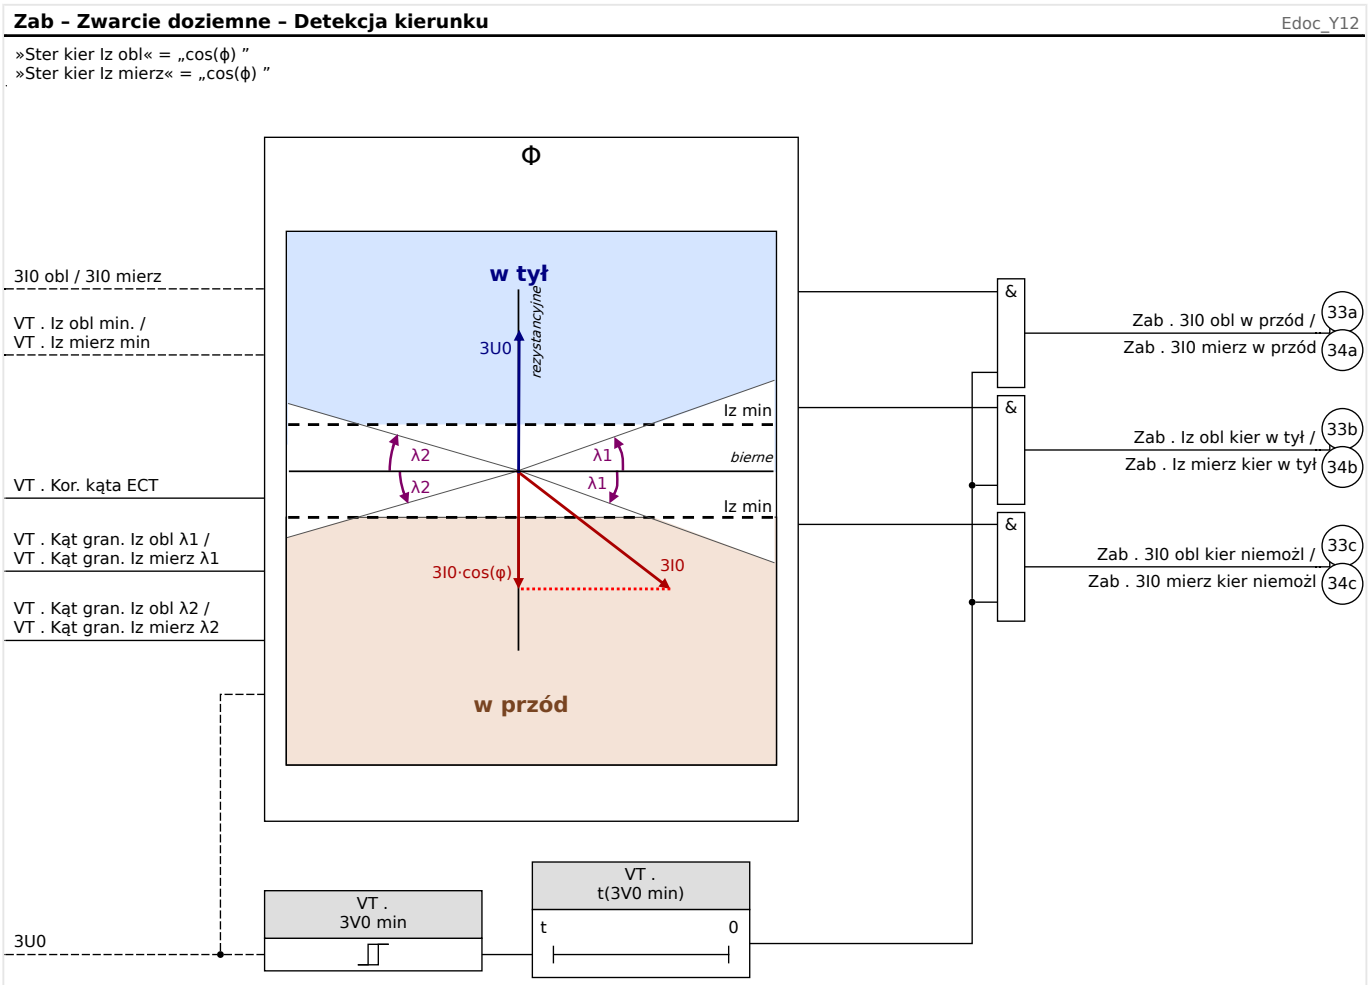

Rys. 79: Określanie kierunku metodą „cos(ϕ) ”.
- [Param Przkł / Kierunek / Watometryczne] *„Kąt gran. Iz mierz λ1”* i *„Kąt gran. Iz mierz λ2”* — kąty graniczne ograniczające wielkość obszaru wyznaczania kierunku (patrz poniższe diagramy, Rys. 79). Zaleca się rozważne ustawienie tych wartości, ponieważ dzięki temu można ograniczyć liczbę błędnych decyzji spowodowanych odchyleniami kąta w przypadku wysokich natężeń prądu.